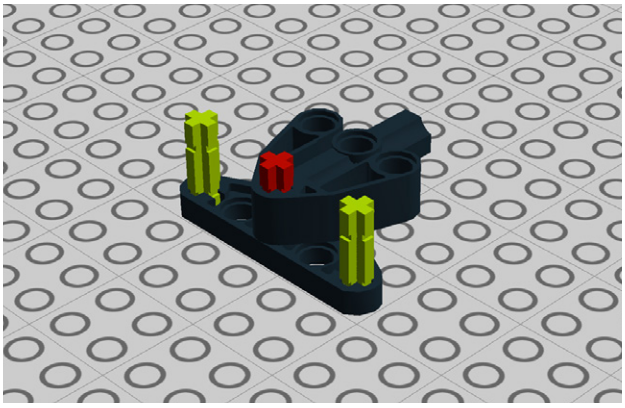

Figure 1-8. *Step 4: More axles*
4. Add two more 2M cross axles as shown in Figure 1-8.